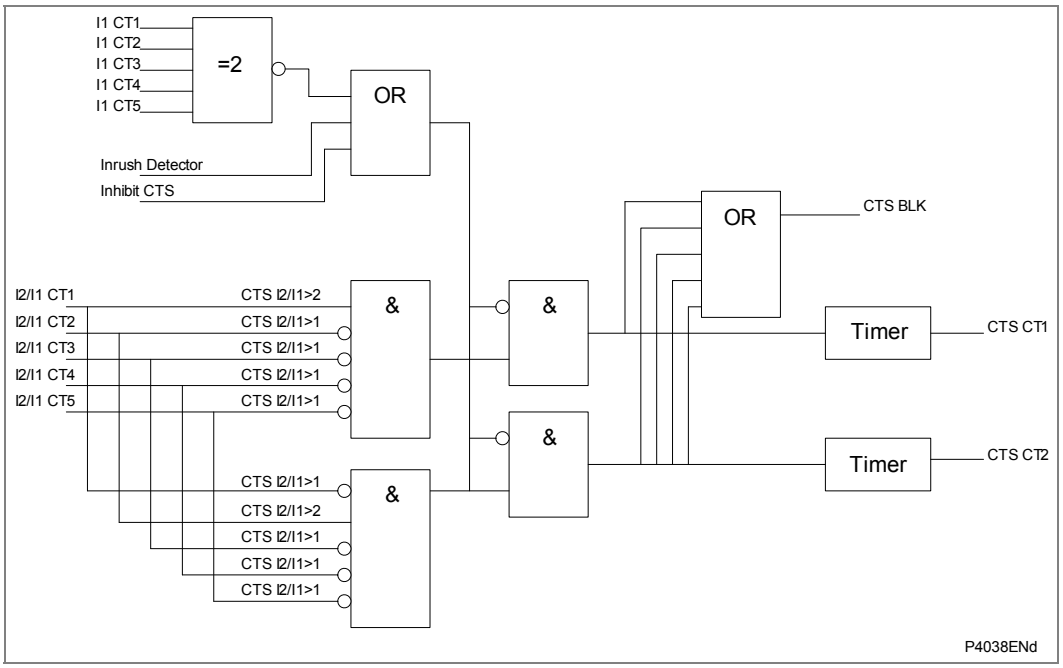

Figure 89 - Differential CTS logic diagram
The simplified logic diagram of CTS is shown in Figure 89.
Figure 89 shows the CTS monitors the positive and negative sequence currents of all ends (2). A faulty CT is determined if the following conditions are present at the same time: